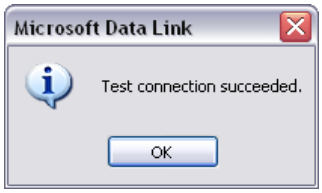

Figure 8.3-4. Database connection completion message
15. If MS SQL server connection was completed, the Test connection succeeded message is displayed (Figure 8.3-4).